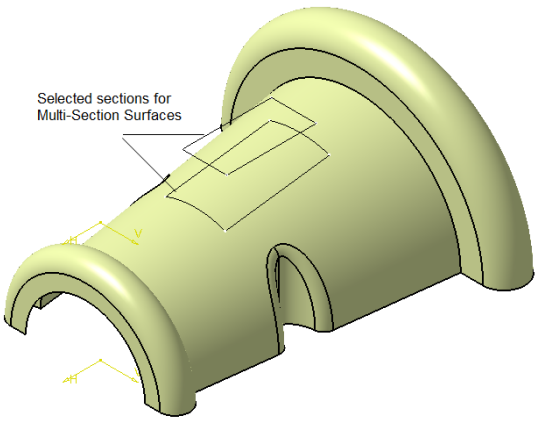
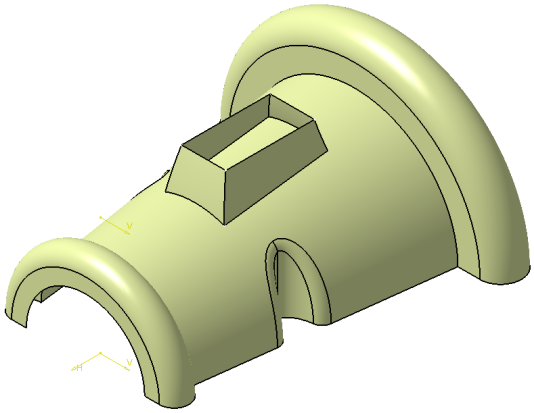

Figure 17-95 *Sections selected for multi-section surfaces*
Figure 17-96 *Resultant lofted surface*
9. Select the sections, as shown in Figure 17-95, and choose the **OK** button from the **Multi-Sections Surface Definition** dialog box. Figure 17-96 shows the model after creating the lofted surface.